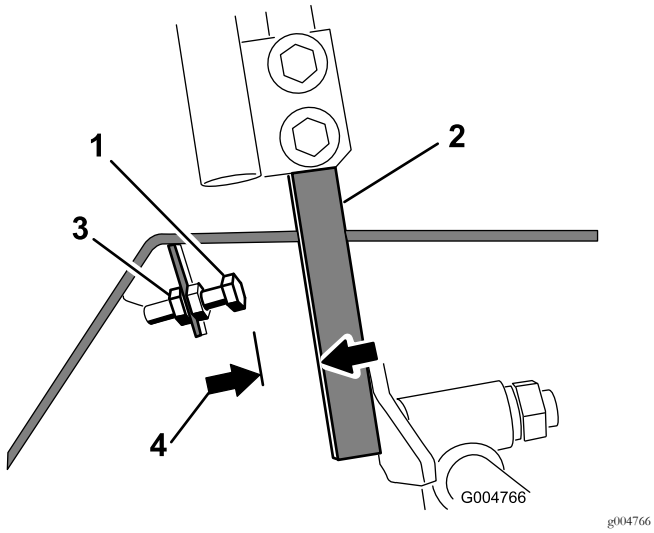

Figur 58
4. Løsn kontramøtrikken på stopbolten for et bevægelseshåndtag (Figur 58).